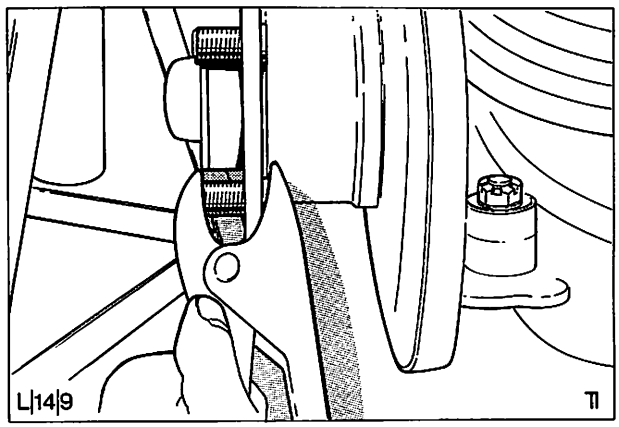

Abb. 31 Herauspressen des Radbolzens
4. Radbolzen mit Werkzeug 13-006 aus Nabenflansch pressen, Abb. 31.